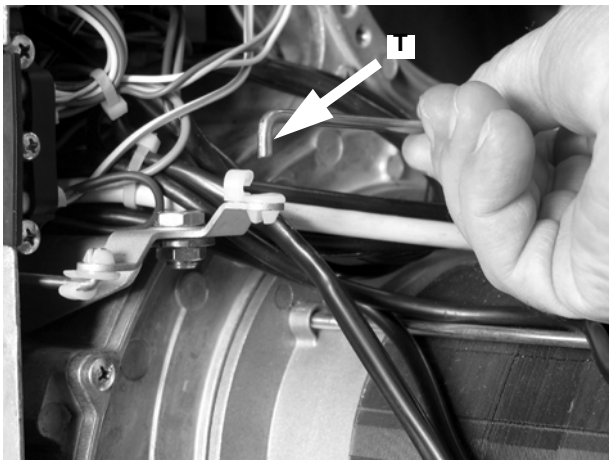

Рис. 45
- Вынуть анкерный болт **T** с гнезда, как указано на Рис. 45 .
- Установить на место анкерный болт **T** (Рис. 45).